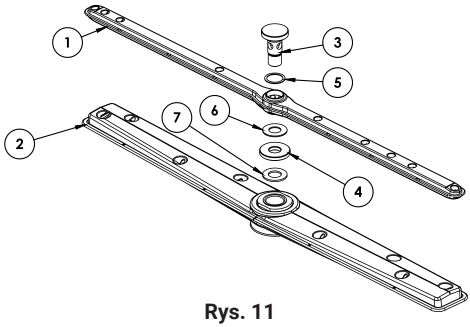

Rys. 11
- zdjąć ramiona myjące (rys. 11) (dolne i górne 1 i 2), odkręcając śrubę (3) i oczyścić je pod bieżącą wodą.